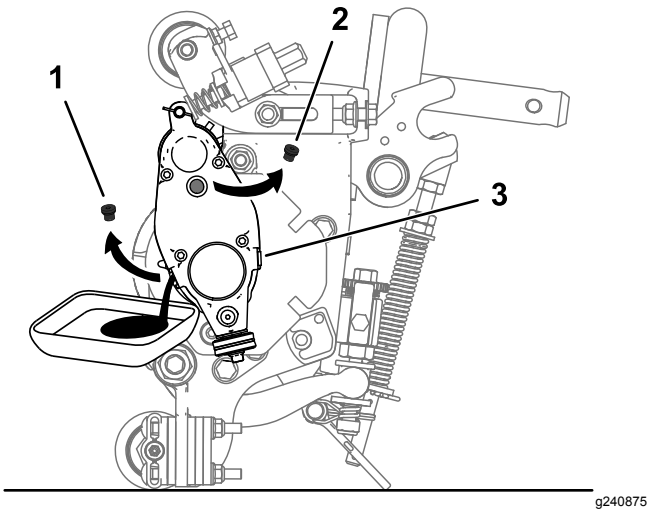

Figure 25
5. Basculez l'unité de coupe en arrière sur la béquille pour placer l'orifice de vidange en bas et assurer ainsi une vidange complète (Figure 25).